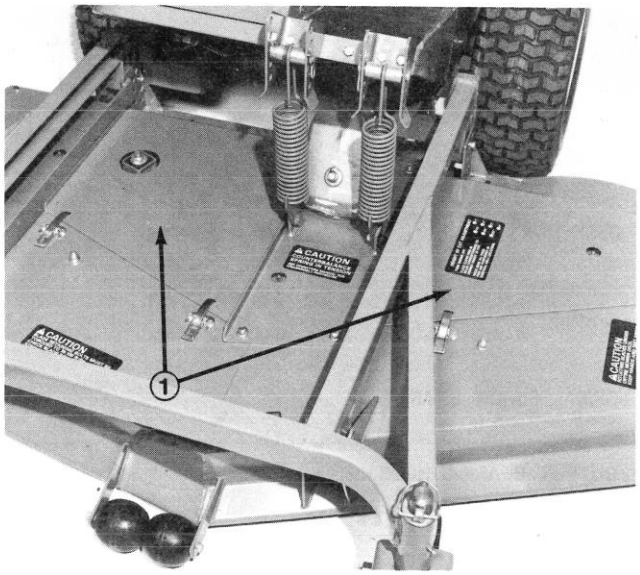

Figure 52
2. Remove flangehead capscrews or release and unhook latches securing pulley cover on top of spindle housing to be serviced (Fig. 52). Also remove cover over idler pulley (Fig. 52) and loosen two nuts securing idler plate in place. This will release tension on the drive belt.